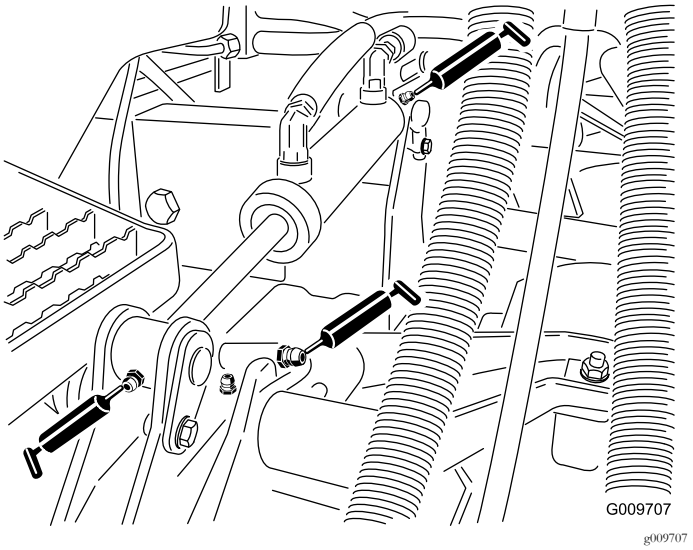

Figur 35
- Lyftarmsbussningar (1 per däck) enligt Figur 35
- Lyftcylindersbussningar (2 per däck) enligt Figur 35